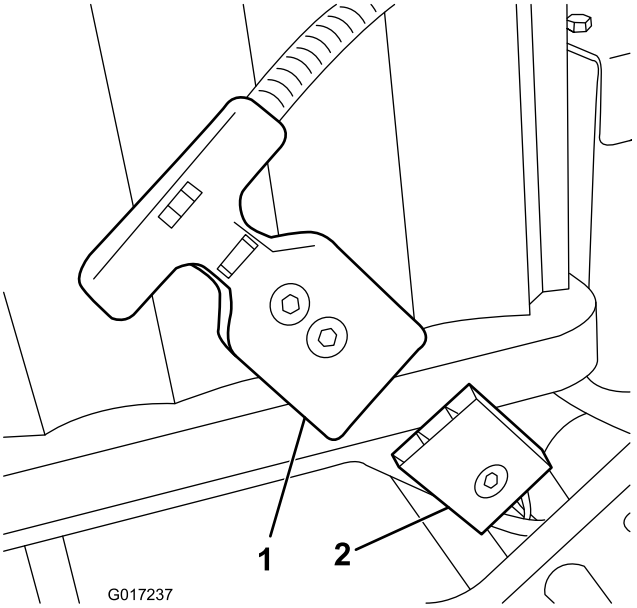

图6
5. 将 eFlex T 形手柄接头从固定在电池座盘上的主电源接头中拉出（图6）。